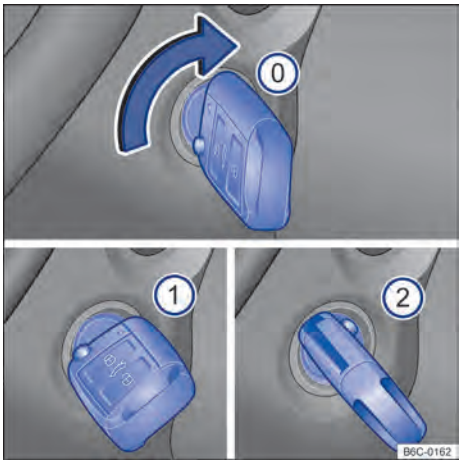

Fig. 85 Al lado del volante de la dirección, a la derecha: posiciones de la llave del vehículo en la cerradura de encendido.
Posiciones de la llave del vehículo → fig. 85
(0) Encendido desconectado. La llave del vehículo puede ser retirada.
(1) Encendido conectado.
(2) Pise el pedal del freno *(vehículos con transmisión automática)*, o el pedal del embrague *(vehículos con transmisión manual)* y encienda el motor. Cuando el motor arranque, suelte la llave del encendido. Al soltar, la llave del vehículo vuelve a la posición → fig. 85 (1).
– Girar la llave del vehículo a la posición → fig. 85 ①. El encendido está conectado.
– Girar la llave del vehículo en el cilindro del encendido hacia la posición → fig. 85 ② – no acelere. Cuando el motor comience a funcionar, soltar la llave del vehículo en la cerradura de encendido. ▶
– *Vehículos con cerradura de encendido:* girar la llave del vehículo en la cerradura de encendido a la posición → fig. 85 ⓪.